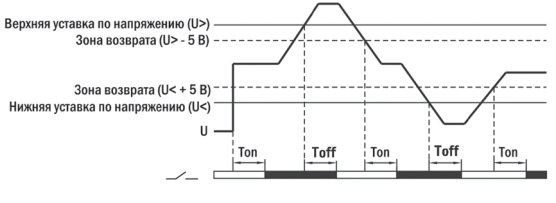

Рис. 3 – Контроль напряжения
6.1. Контроль напряжения (рис. 3).